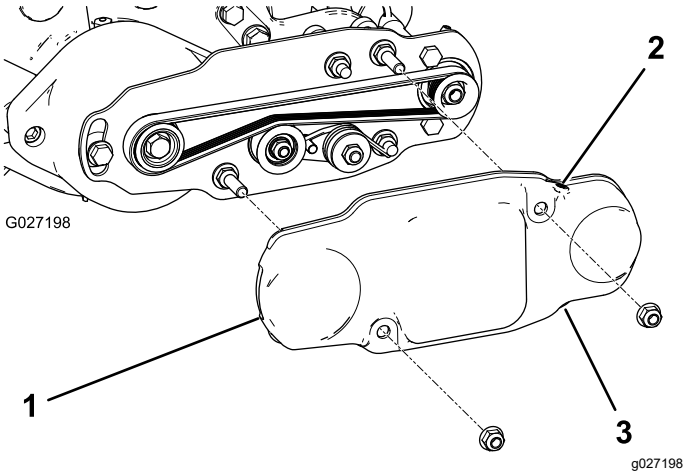

**Figur 19**
2. Skjut på remkåpan på fästskruvarna och fäst kåpan med två flänsmuttrar (Figur 19).